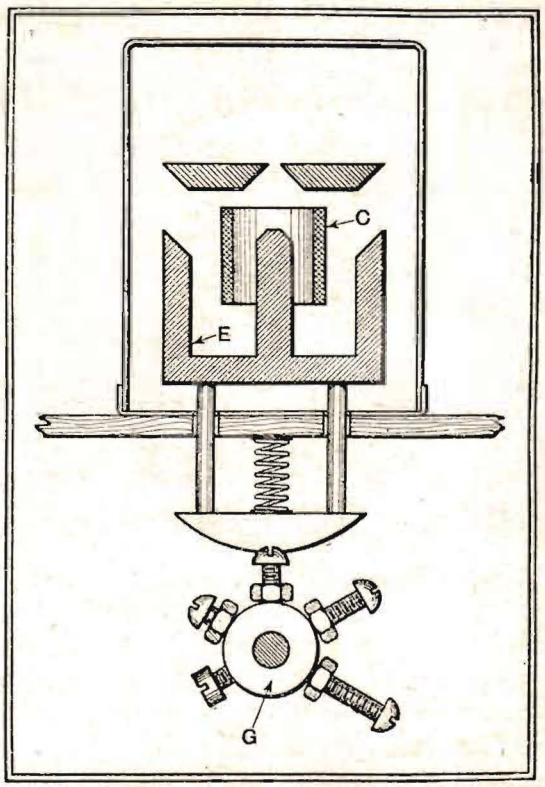

*Fig. 2. Ny anordning för våglängdsomkoppling, föreslagen i samband med en modifiering av »Single-Span»-mottagaren, möjliggörande lägre mellanfrekvens.*
*Fig. 2. Anordning för provning av 250 kW sändarrör. Till vänster om röret ses den stabila avstämningskondensatorn, monterad på högspänningsisolatorer. Längst till höger skymtar den ställning, på vilken kylvattenslangen är upplindad.*
En tysk radiotekniker vid namn von Kramolin har föreslagit en annan modifiering av »Single-Span», som gör det möjligt att direkt använda en mellanfrekvens av 150 kc/s. Våglängdsområdet 200—2.000 meter skulle härvid uppdelas i sex eller sju mindre områden, och våglängdsomkopplingen skulle även omfatta ingångsfiltret. På detta sätt skulle man fortfarande kunna klara sig med en enda avstämbar krets, oscillatorkretsen, trots användandet av en normal mellanfrekvens. Fig. 2 visar hur våglängdsomkopplingen av oscillatorkretsen är tänkt utförd. Spolen C är försedd med en förskjutbar järnpulverkärna E, som manövreras med omkopplaren G. Induktansen hos spolen kan för varje våglängdsområde inregleras genom justering av skruvarna på omkopplaren. Den senare är avsedd att monteras på samma axel som våglängdsomkopplaren för ingångsfiltret.